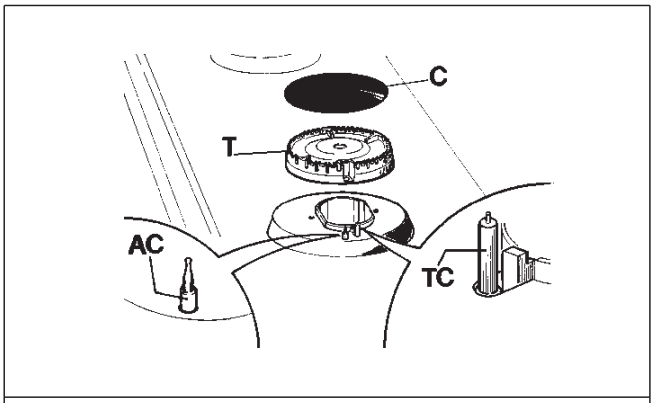

FIG. 6
Se si vuole mantenere la superficie del piano lucente, è molto importante lavarla dopo ogni utilizzo con acqua saponata tiepida, risciacquarla ed asciugarla. Allo stesso modo devono essere lavati le griglie smaltate, i coperchietti smaltati "C" e le teste bruciatori "T" (vedi fig. 6).
- ***verificare che le fessurazioni delle teste bruciatori "T" (fig. 6) non siano otturate da corpi estranei.***
- ***Assicurarsi che il coperchietto smaltato "C" (fig. 6) sia posizionato correttamente sulla testa bruciatore. Questa condizione può ritenersi soddisfatta quando il coperchietto posizionato sulla testa risulti perfettamente stabile.***